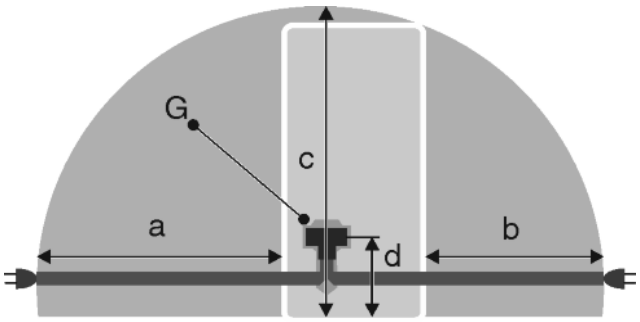

Fig. 48
- The socket is outside the back of the appliance area in the specified area *Fig. 48 (a, b, c)*.
▶ Insert the appliance plug *Fig. 48 (G)* into the back of the appliance. Ensure that it clicks into place.